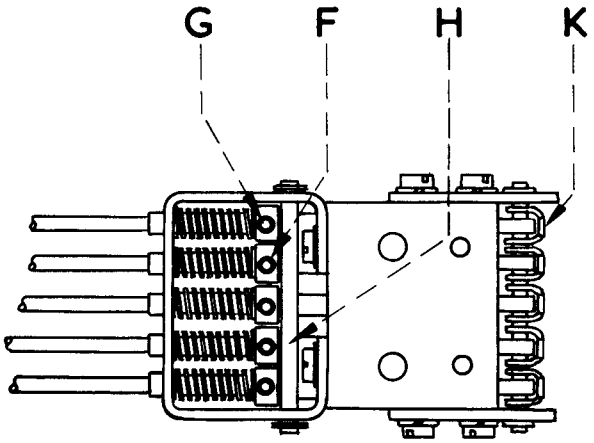

FIG. 111
44. Punching - Final Adjustment (Figs.111 and 118)
44.1 Load two tapes into the punch block. Switch on the motor. Press the top end of the transfer levers K, Fig.111, towards the left to set up an all-mark condition at the punch block. Hold down lever D, Fig.118, until about 12 inches of tape has been produced. Check that a regular series of clean, round holes has been perforated in the tape. Repeat this check using the translator shaft instead of the runout shaft and again check the quality of the perforations.